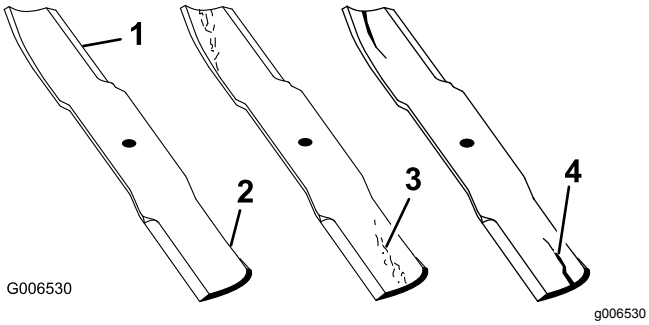

Rysunek 76
1. Sprawdź krawędzie tnące (Rysunek 76).
4. Jeżeli zauważysz jakiekolwiek pęknięcia, zużycie lub szczeliny powstające w tym obszarze, natychmiast zamontuj nowe ostrze (Rysunek 76).